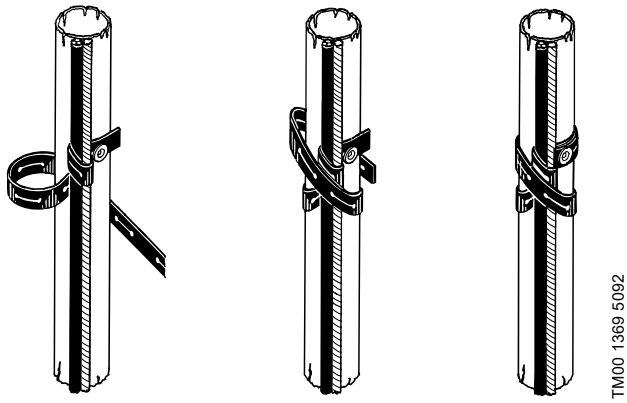

Fig. 23 Montering af kabelbindere
3. Placér wiren langs dykkablet som vist i fig. 23.